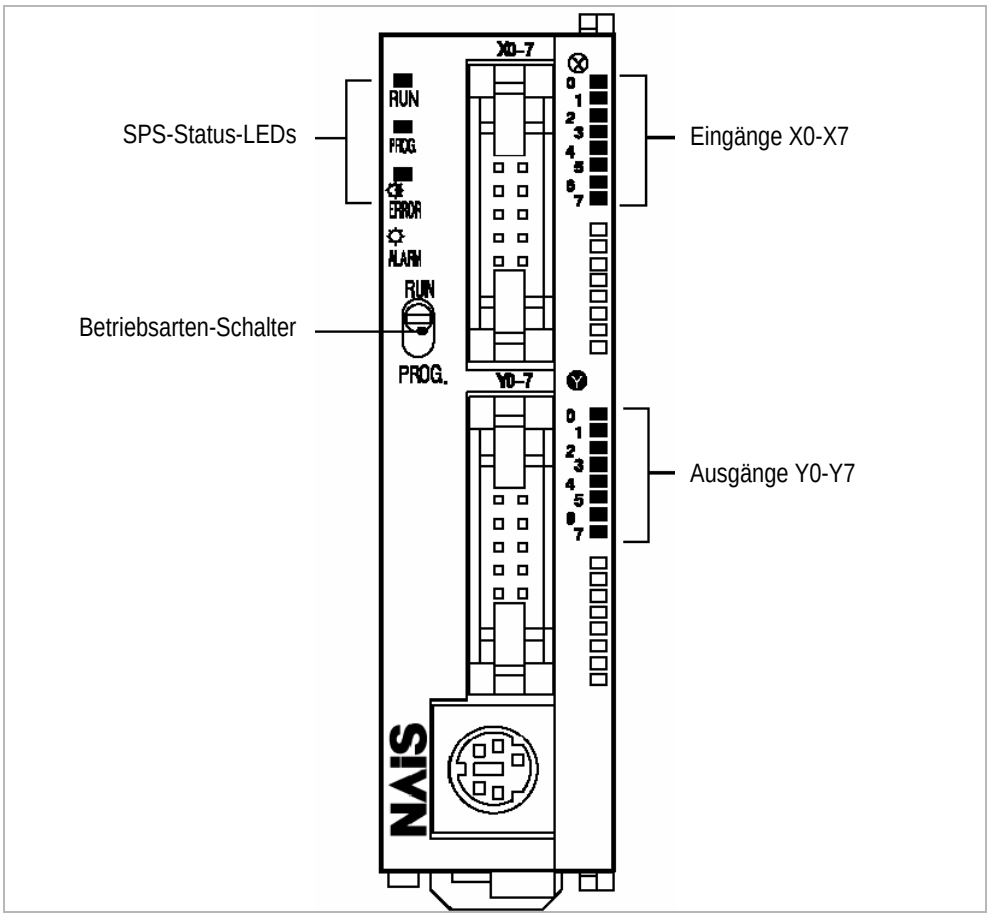

Abb. 3: Bedienelemente an der SPS.
Stecker (1) und (2) befinden sich an zweien der Kabel, die bereits an die SPS-Platine angesteckt sind (Abb. 3).
Die Stecker (1), (2) und (3) befinden sich an den drei Kabeln, die bereits an das SPS-Modul angesteckt sind (Abb. 3).